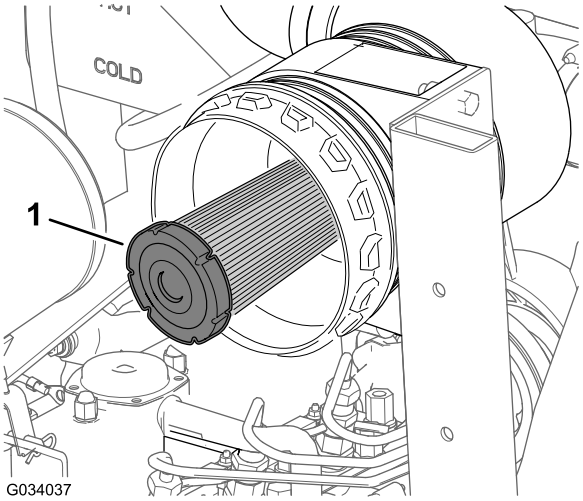

Figuur 49
2. Controleer het nafilter op de aanwezigheid van stof en vervuiling (Figuur 49).
Belangrijk: Probeer nooit een nafilter te reinigen (Figuur 49). Plaats steeds een nieuw nafilter als het voorfilter 3 onderhoudsbeurten heeft gehad.